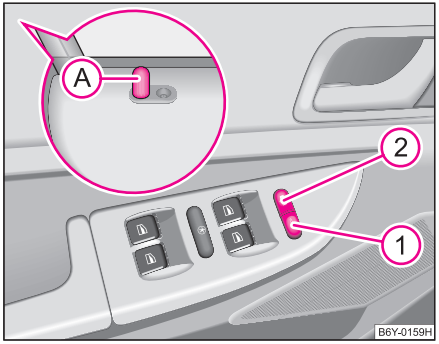

Fig. 23 Tastele închiderii centralizate
La descuiere şi la încuiere, butonul de siguranţă (A) din uşă se deplasează în sus sau în jos ⇒ pagina 44, fig. 23.
- de la butoanele de siguranță din uşile din față Ⓐ ⇒ pagina 44, fig. 23 (numai încuiere)
Dacă mecanismul de siguranță a fost dezactivat, lampa de control de lângă butonul de siguranță (A) din uşa conducătorului nu va clipi ⇒ pagina 44, fig. 23. Acest lucru nu este totuşi valabil dacă instalația de avertizare antifurt* este activă, deoarece lampa de control va indica faptul că instalația este activată.
– Apăsați tasta (1) ⇒ fig. 23 sau apăsați butonul de siguranță (A) din uşa din față, în jos.
– Apăsați tasta (2) ⇒ fig. 23.
- În imagine ⇒ fig. 23 este prezentată utilizarea autovehiculelor echipate cu funcție confort pentru geamuri* ⇒ pagina 50. ■